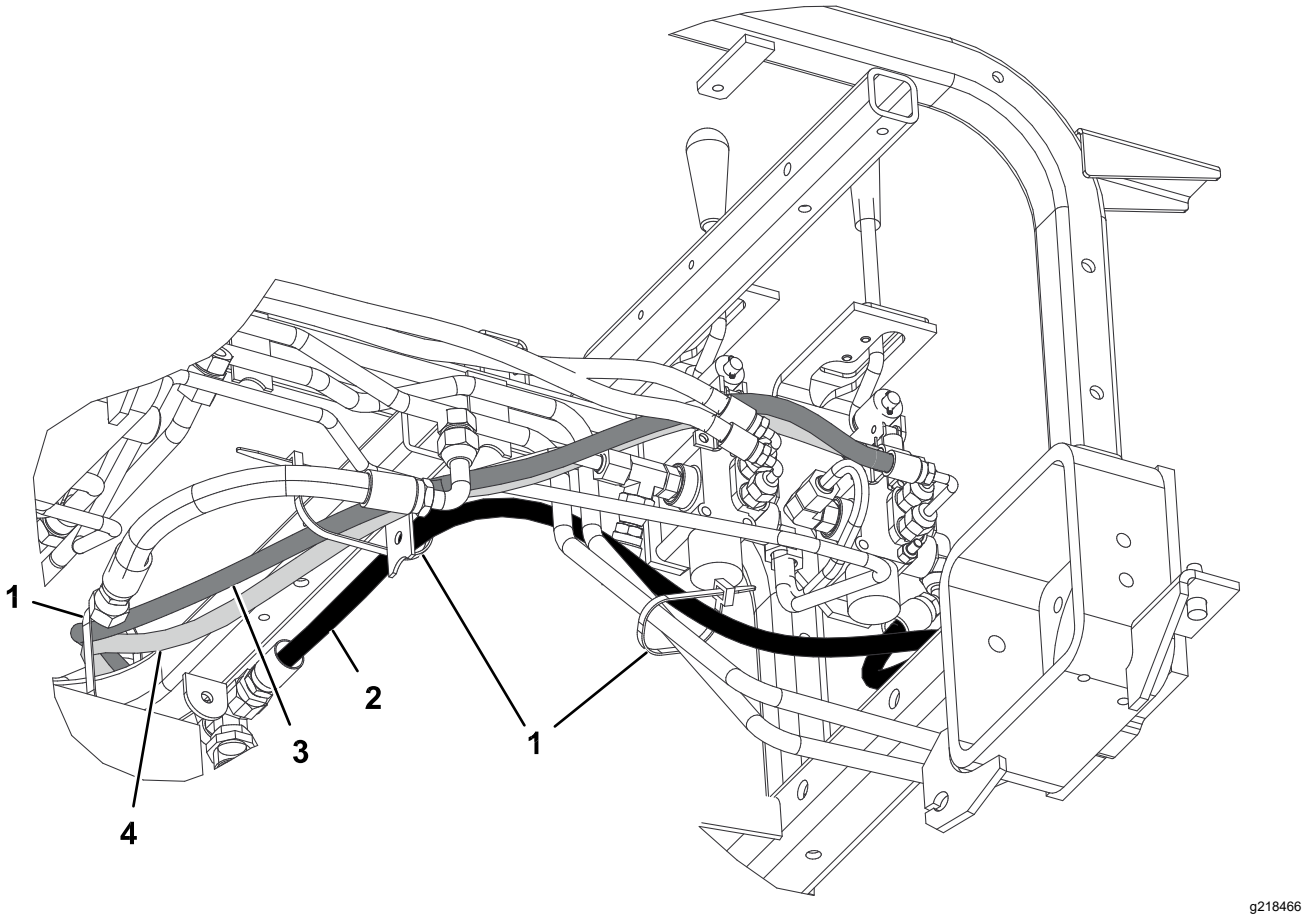

Figure 21
2. Connect the 45° fitting end of hydraulic hose (Part No. 108-8449) to the 90° fitting on the right side of the valve and the straight end of the hose to the vacant oil cooler fitting (Figure 20). Refer to Figure 21 and Figure 22 for hose routing.
4. Connect the short 90° fitting end of hydraulic hose (Part No. 108-8453) to the top straight fitting on the rear of the valve. Route the hose through the wire hose holder and connect the straight end of the hose to the top hydraulic cylinder fitting (Figure 20). Refer to Figure 21 and Figure 22 for hose routing.
5. Connect the long 90° fitting end of the hydraulic hose (Part No. 108-8454) to the bottom straight fitting on the rear of the valve. Route the hose through the wire hose holder and connect the straight end of the hose to the bottom hydraulic cylinder fitting (Figure 20). Refer to Figure 21 and Figure 22 for hose routing.
7. Using cable ties, secure the hoses to the machine at the locations shown in Figure 21 and Figure 22.